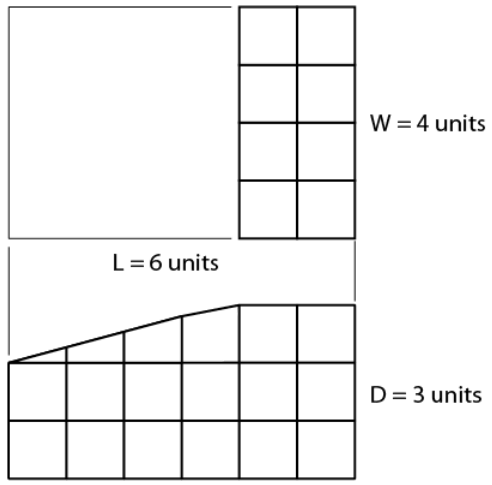
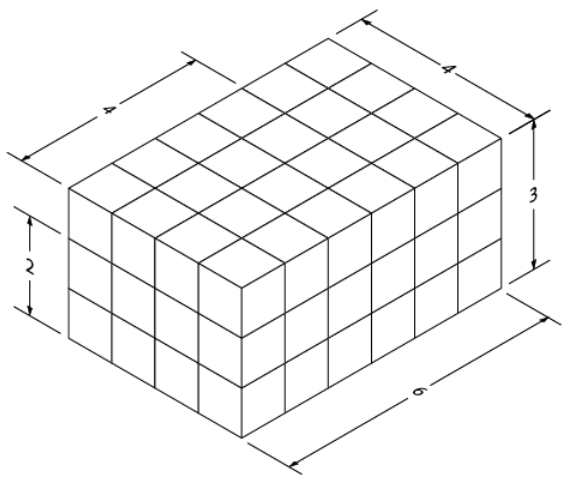

Figure 5.2.1: Rectangle with face machined at an angle
Figure 5.2.2: Rectangle with units marked along L and D
Figure 5.2.1 shows an object that is basically rectangular but has one face machined at an angle. You can easily construct an isometric sketch of the basic rectangular block. To show the machined face, it is necessary to plot the appropriate points of intersection and join those points to produce the correct angle.
Sketch a light outline of the basic rectangular block using the size measurements given in Figure 5.2.1. Mark the number of units indicated along the length (L) and the depth (D), as shown in Figure 5.2.2.